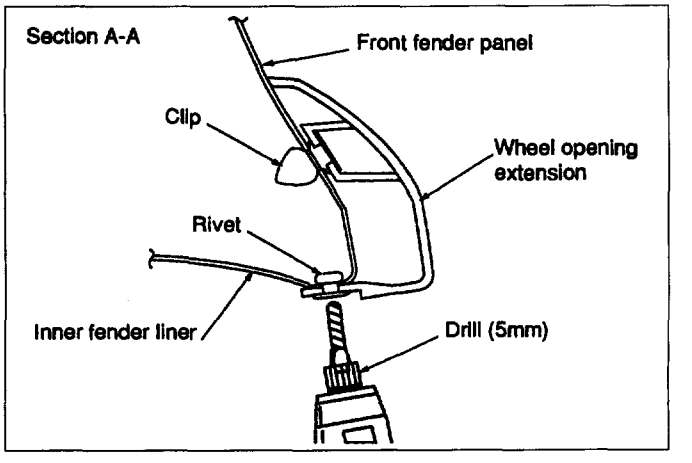

Fig. 10-131
- Let a 5 mm drill go through 4 blind rivets to disengage riveted portions. Remove 2 screws and disengage 5 clips, then remove the front wheel opening extension assembly. (Fig. 10-131)